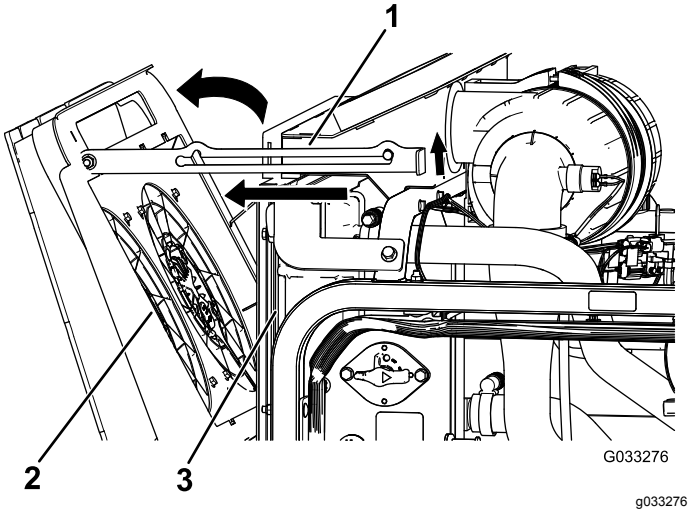

Figur 107
2. Rikta motorns kylfläktar mot kylarens bakre del och fäst stöttan i skåran (Figur 107).